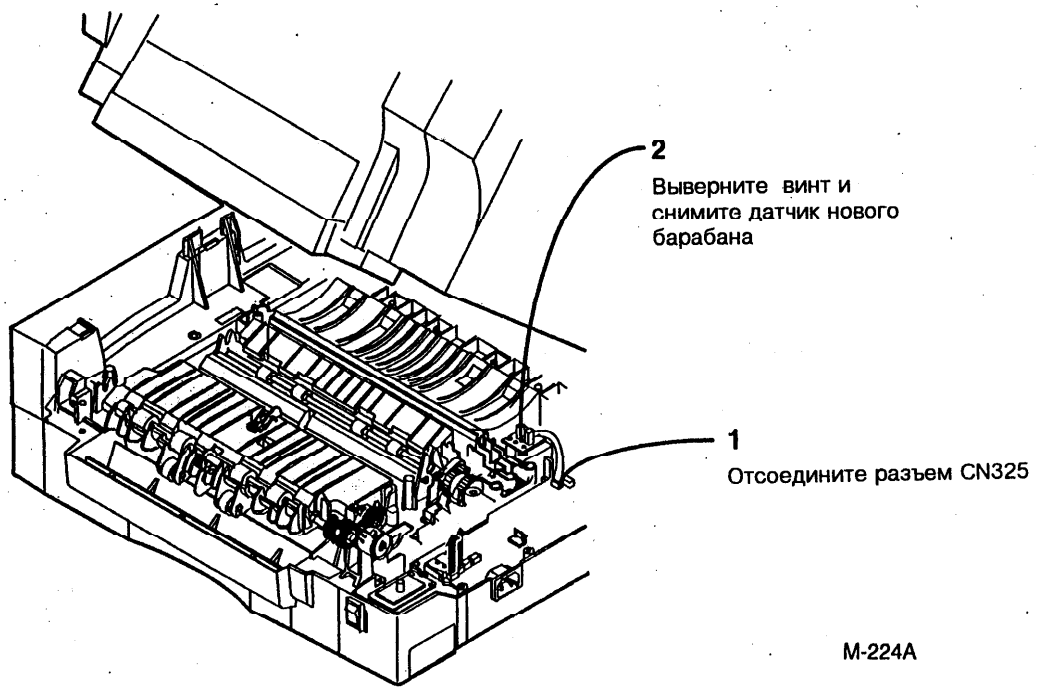

Рис. 1. Снятие датчика нового барабана (Q3)
3. (Рис.1): Снимите датчик нового барабана (Q3).